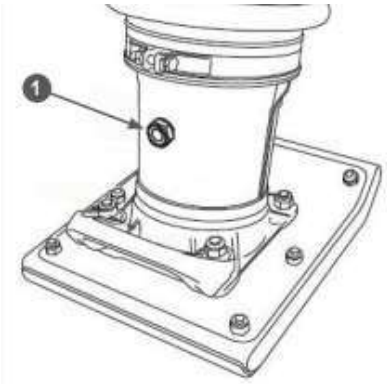

Рис.7 - Проверка уровня масла в рабочем цилиндре
2. На задней стороне рабочего цилиндра находится пробка 1 со смотровым отверстием для контроля уровня масла в рабочем цилиндре (Рис. 7). Уровень масла должен быть посередине смотрового отверстия.